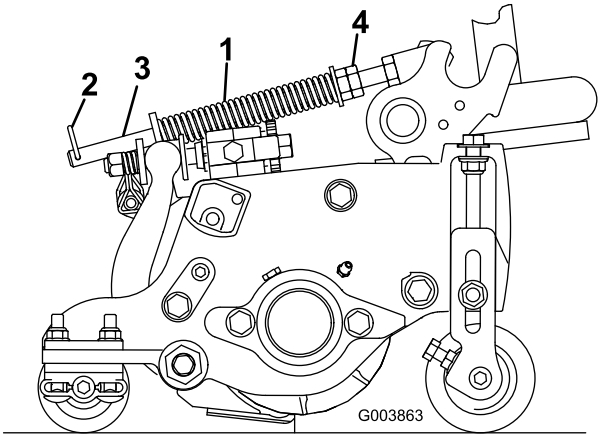

Figur 15
Græskompensationsfjederen (Figur 15) overfører også vægt fra forrullen til bagrullen. (Dette medvirker til at reducere dannelsen af et bølgemønster i grønsværen, også kaldet ondulation.)
1. Sørg for, at låseclipsen er monteret i det bageste hul i fjederstangen (Figur 15).
2. Stram sekskantmøtrikkerne på forenden af fjederstangen, indtil fjederens sammentrykkede længde er 12,7 cm på Reelmaster 5410, 13 cm-klippeenheder, eller 15,9 cm på Reelmaster 5510 og 5610, 17,8 cm-klippeenheder (Figur 15).